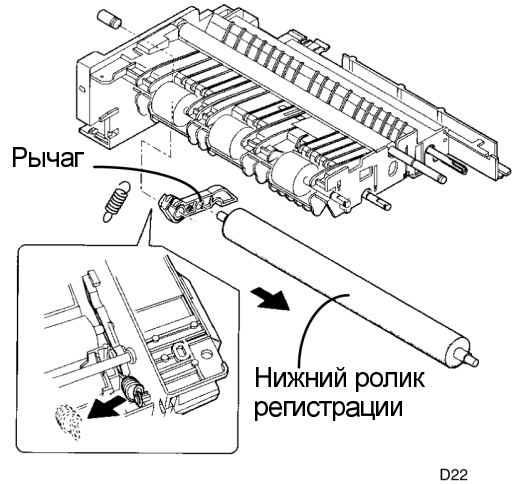

Рисунок 4. Снятие нижнего ролика регистрации
6. (Рисунок 4): Снимите рычаг натяжения и снимите нижний ролик регистрации.